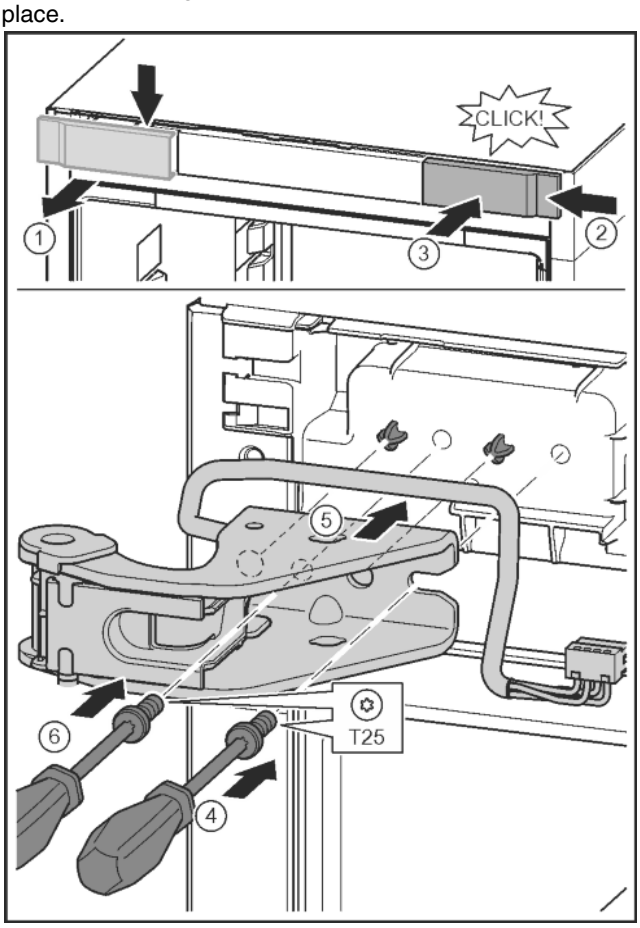

Fig. 31
▶ Release the cover and remove from the side. *Fig. 31 (1)*
▶ Rotate the cover 180° and clip onto the other side from the right. *Fig. 31 (2)*
▶ Click the cover into place. *Fig. 31 (3)*
▶ Position the screw with a T25 screwdriver. *Fig. 31 (4)*
▶ Position the upper bearing bracket. *Fig. 31 (5)*
▶ Tighten the screw. *Fig. 31 (4)*
▶ Insert the screw with a T25 screwdriver and tighten. *Fig. 31 (6)*